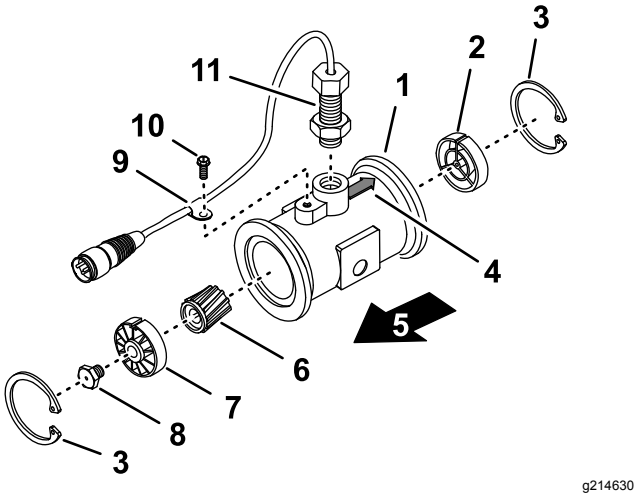

Figuur 108
3. Verwijder de borgring aan de stroomopwaartse kant (Figuur 108).